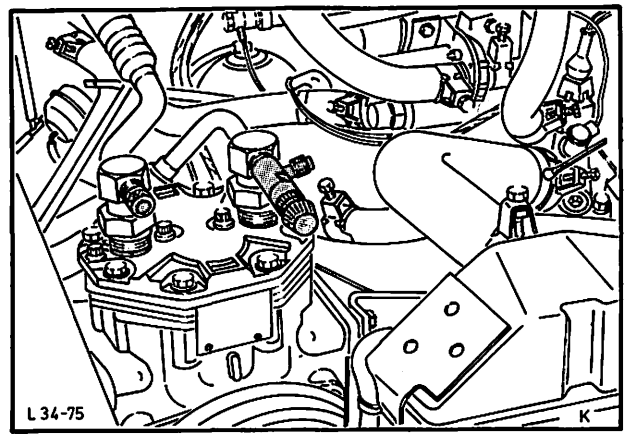

Abb. 47 Kältemittel über Druckventil am Kompressor ablassen
2. Kältemittel über Druckventil am Kompressor langsam ablassen, Abb. 47.